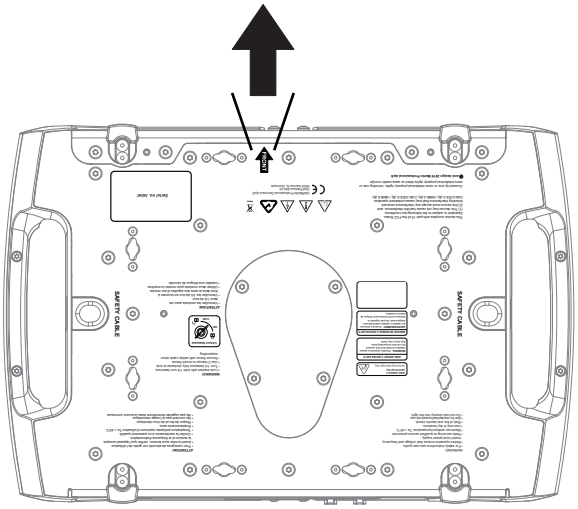

Figure 5 : Avant de l'appareil
5. Interdisez l'accès sous la zone de travail. Voir Figure 5. Notez la position de la flèche **FRONT** indiquant l'avant sur la base de l'appareil. En travaillant à partir d'une plate-forme stable, accrochez l'appareil sur le pont avec la flèche **FRONT** face à la zone à éclairer. Serrez fermement les colliers de fixation.